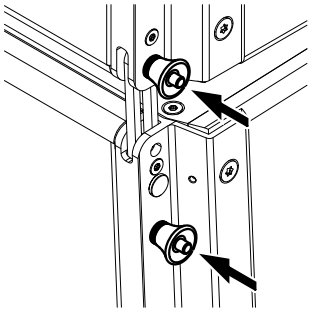

Abb. 4: SUB zu SUB, 2.5° Öffnungswinkel, gesperrt
d. SUB zu SUB mit 2.5° Öffnungswinkel (gesperrt ⇒ Abb. 4) zwischen den Lautsprechern.